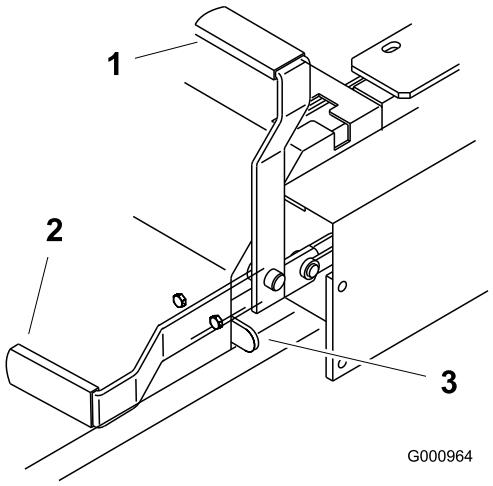

Figura 10
2. Tire de la palanca del freno de estacionamiento hacia arriba y hacia atrás para poner dicho freno (Figura 10). La palanca del freno de estacionamiento debe permanecer firmemente en esa posición.
Empuje hacia adelante y hacia abajo la palanca del freno de estacionamiento para quitar dicho freno (Figura 10). El freno de estacionamiento queda quitado y la palanca descansará en el tope del freno.